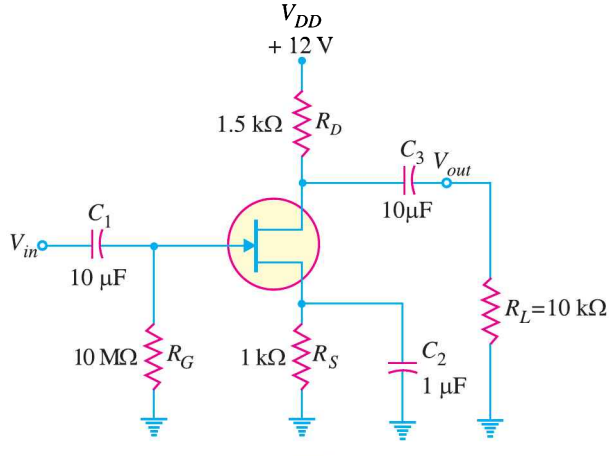

Fig. 19.68
10. If a 50 mV r.m.s. input signal is applied to the amplifier in Fig. 19.68, what is the peak-to-peak output voltage? Given that g_m = 5000 μS. **[920 mV]**